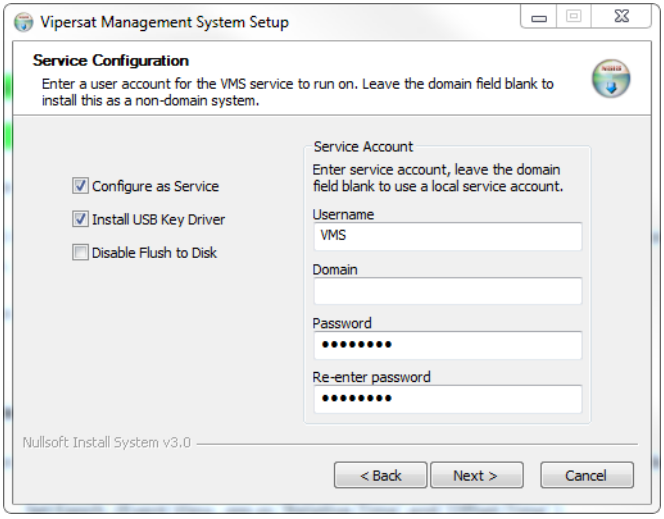

Figure 2-18 Service Configuration dialog
6. The Service Configuration defaults with all three boxes checked as shown in figure 2-18. This is the recommended configuration.